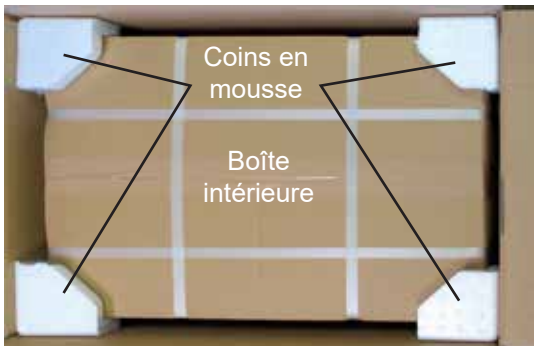

Figure IS-01 Couche de mousse supérieure
2. Sortir les 4 pièces supérieures constituant les coins de protection en mousse et retirer la boîte intérieure. Se reporter à la Figure IS-01.